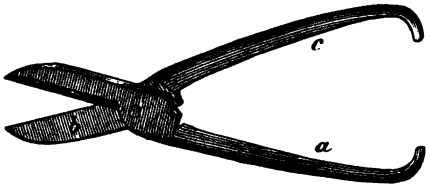

Abb. 19.
2) die Blechschere (Abb. 19), jedoch lernen diejenigen, welche wenig damit arbeiten, dieselbe selten geschickt gebrauchen; am bequemsten geht es noch, wenn man den einen Schenkel bei *a* in den Schraubstock spannt, das vorgezeichnete Blechstück bei *b* auflegt und dann mit der rechten Hand bei *c* niederdrückt.